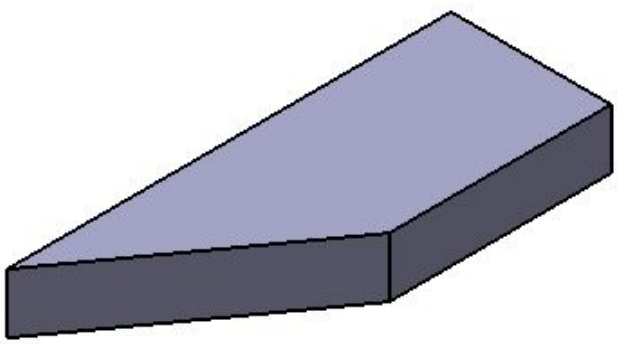

Figure 5-71 *The model after creating the base feature*
5. Set **16** in the **Length** spinner and choose the **OK** button from the dialog box; the base feature is created, as shown in Figure 5-71.